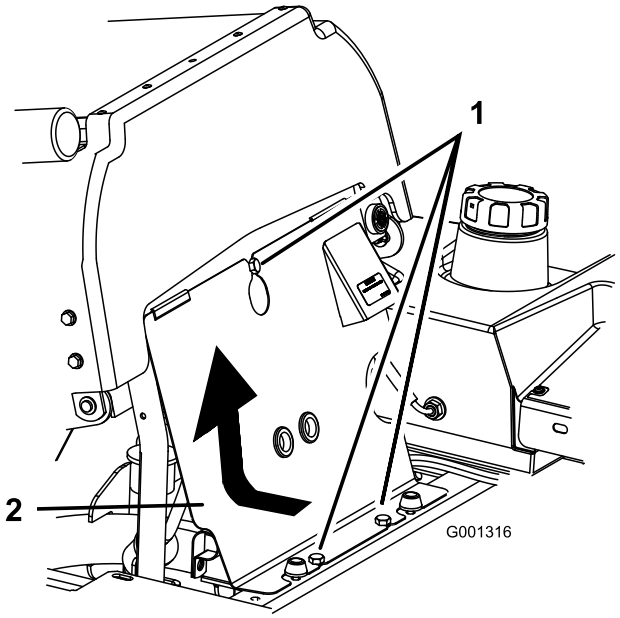

Figur 37
1. Tippa sätet framåt, lossa bultarna och demontera den främre motorkåpan (Figur 37).